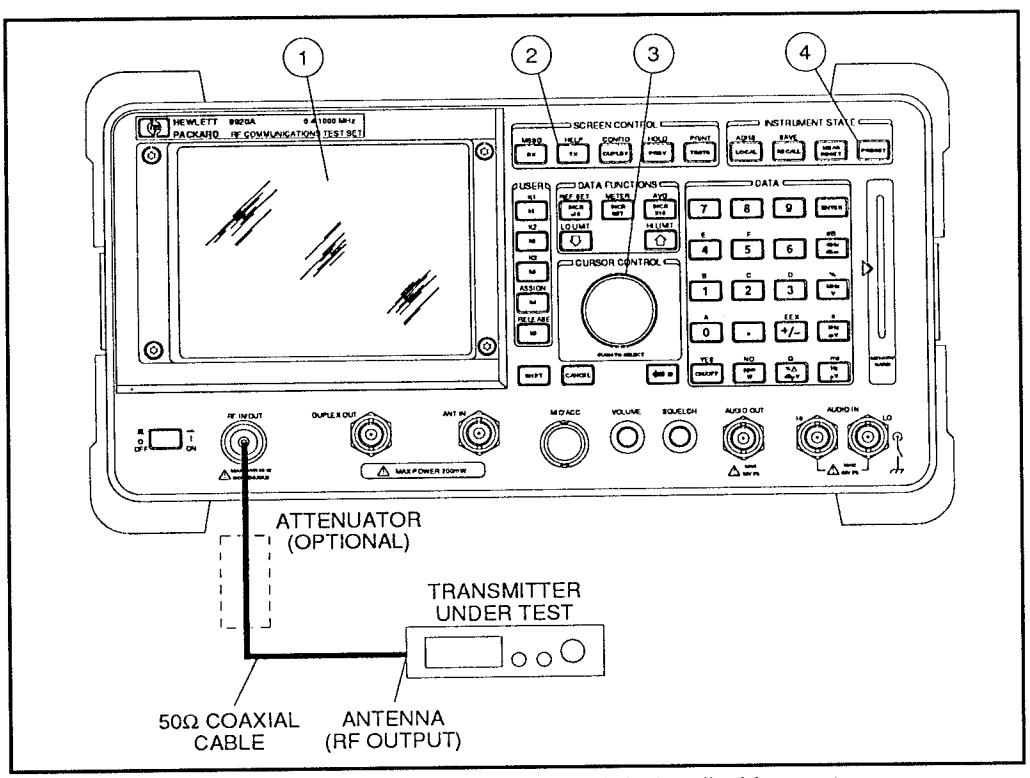

Figure 13: FM microphone sensitivity and modulation limiting setup
1. Connect the Transmitter as shown in Figure 13. The RF present at the HP 8920A RF IN/OUT connector must not exceed 60 W continuous (or 100 W for 10 sec/minute).